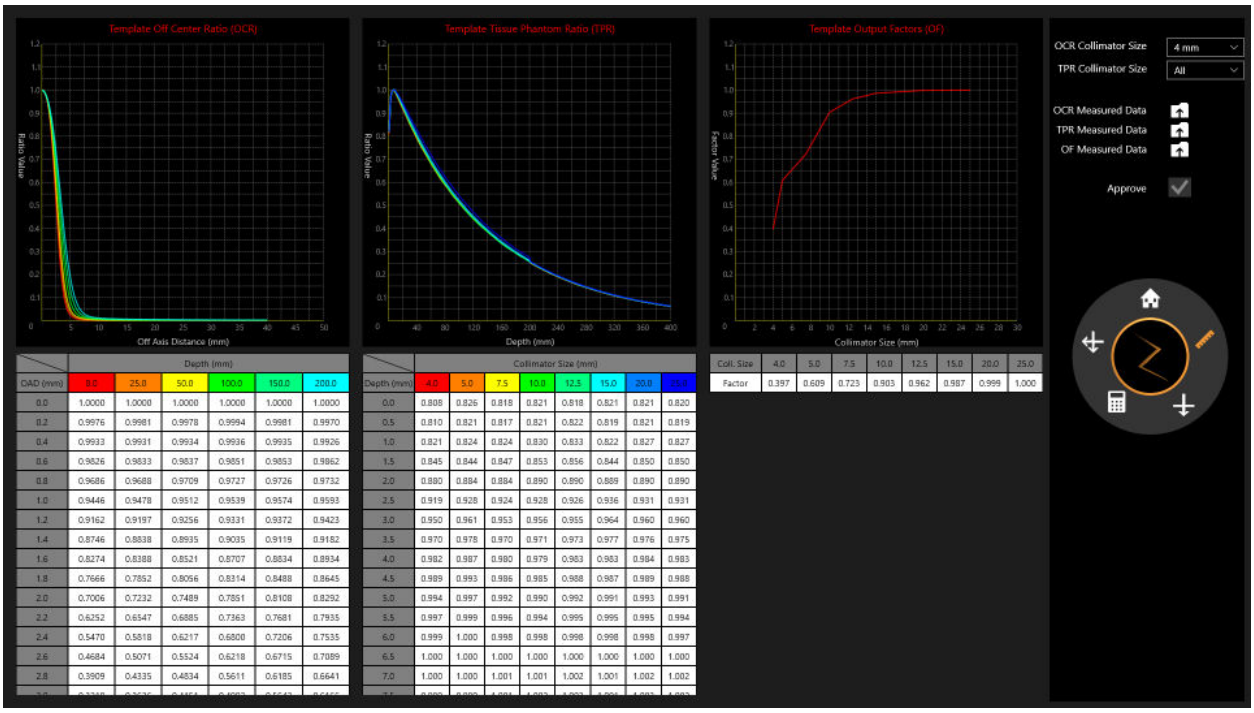

Abbildung 10.3: Seite Strahldaten
2. Die Seite „Strahldaten“ wird angezeigt (siehe Abbildung 10.3).